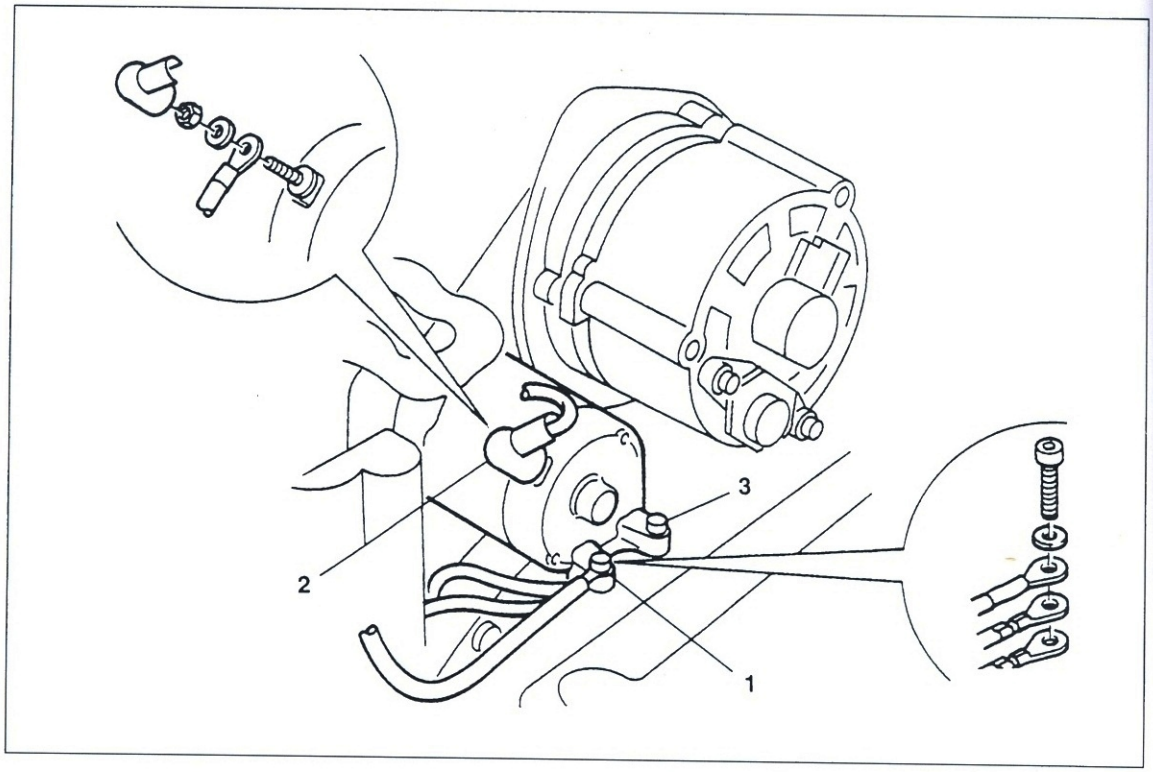

Bild 100
● Masseanschluss ① Bild 100 am Starter lösen.
● Starter mit leicht geöltem O-Ring einsetzen und an Getriebe befestigen (6 Nm; Bild 100).